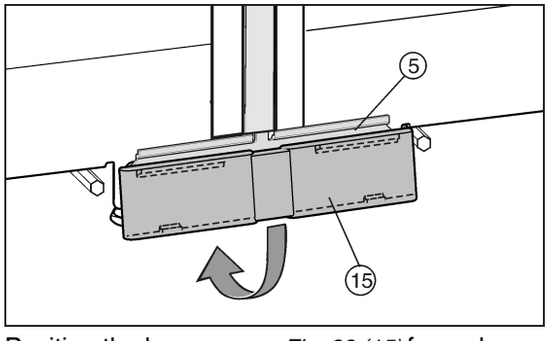

*Fig. 29*
▶ Position the lower cover *Fig. 29 (15)* from above onto the connecting panel *Fig. 29 (5)* and snap it down into place.